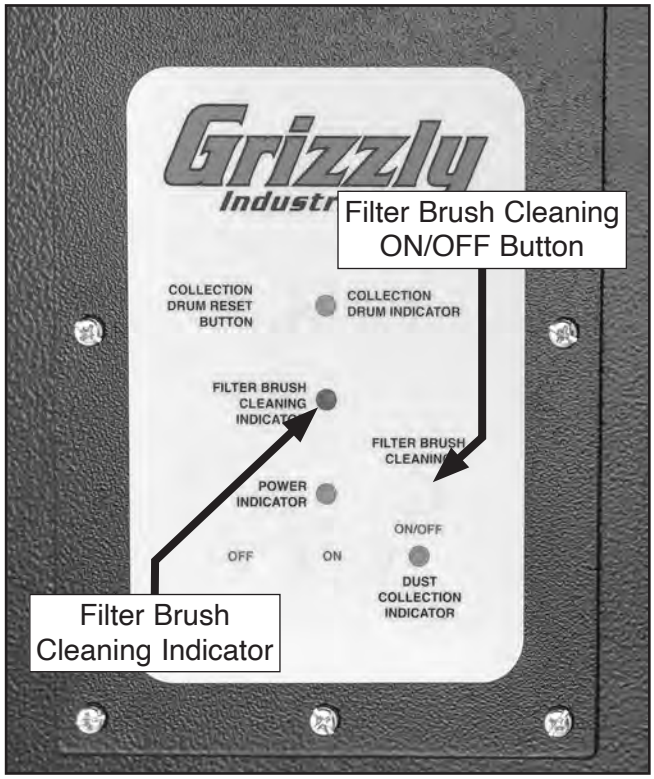

Figure 39. Location of filter brush ON/OFF button and filter brush cleaning indicators.
7. Press filter brush cleaning ON/OFF button to turn filter brush motor ***ON*** (see **Figure 39**).